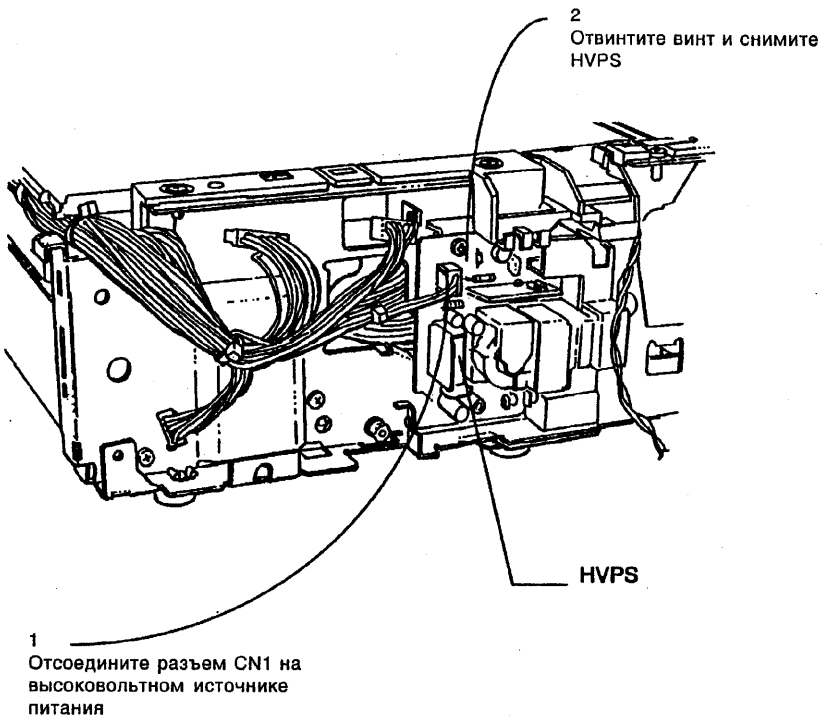

Рисунок 1. Снятие высоковольтного блока питания HVPS.
2. (рис. 1) Снимите высоковольтный блок питания.